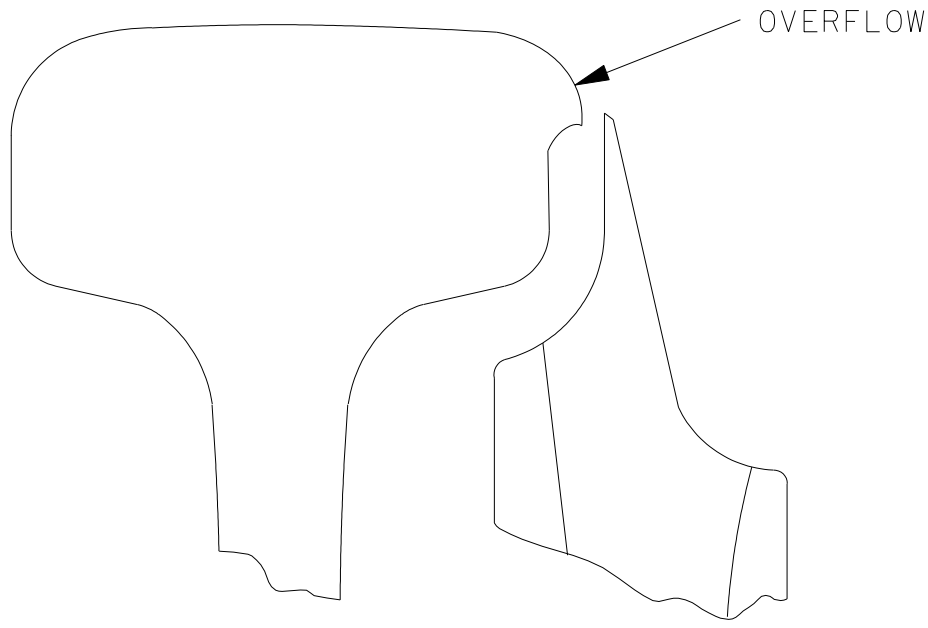

Figure 5-OOO
- Limit switch points to a maximum of 1/2 inch vertical movement at the tip when the switch point is closed against the stock rail. Calculate this measurement by adding the measurement of the clearance between the top of the no. 1 rod and bottom of the stock rail and the measurement between the bottom of the switch point with the top of the base of the stock rail. See Figure 5-PPP.